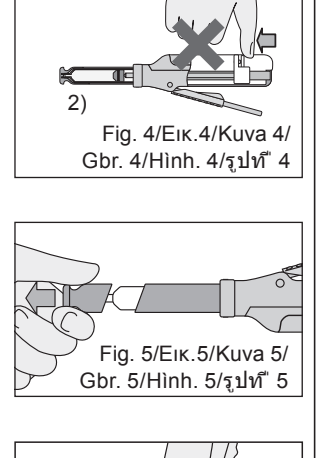

Fig. 4/Εικ.4/Kuva 4/
3. Efter indsættelse af magasinet (fjern ikke beskyttelseshætten på magasinet) tryk på stempeludløseren indtil den stopper. (Fig. 4)
3. Efter laddning av patronen, (ta inte av locket på patronen) för hävarmen för dosering framåt till stopp. (Fig. 4)